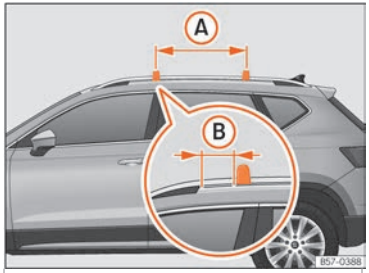

Fig. 139 Attachment points for the roof railings for the roof carrier system.
The crossbars are assembled on the roof railings. The distance between crossbars ››› Fig. 139 (A) should be between 70 and 90 cm and the distance between the crossbars and the brackets of the roof railings (B) must be 15 cm.